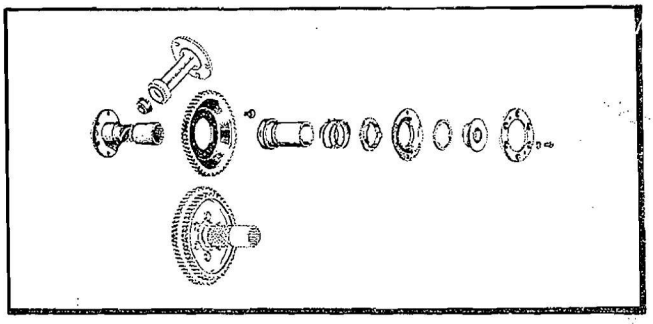

Figure 21—Magneto Drive
c. The generator, oil pump, and fuel pump drive gears are machined from alloy steel forgings with integral gear and shaft. The magneto and dual accessory drive assemblies have forged steel gears attached to forged steel shafts by cap screws through the gear walls into the flanged shaft ends. Refer to Figure 21.